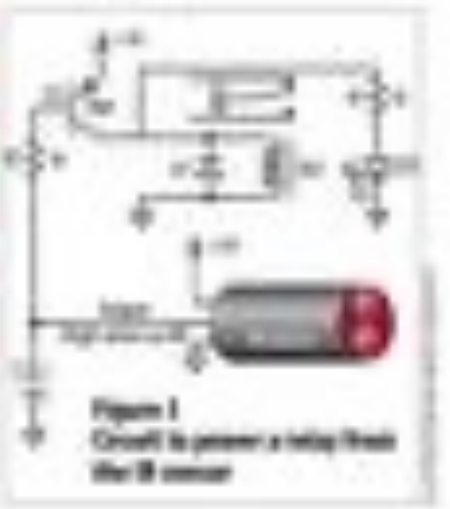

Figure 1
The schematic (**figure 1**) shows the two IR systems and a single crossing signal. +5V and 5V are red, LEDs that are to the signal. LED1 (2) and (3) are optional. LED1 that light up whenever any of the IR sensors detects reflected light, no matter what state the crossing is in. If one have two crossing signals, one on either side of the track, just one two additional LED's and resistors as per LED1 and (3).